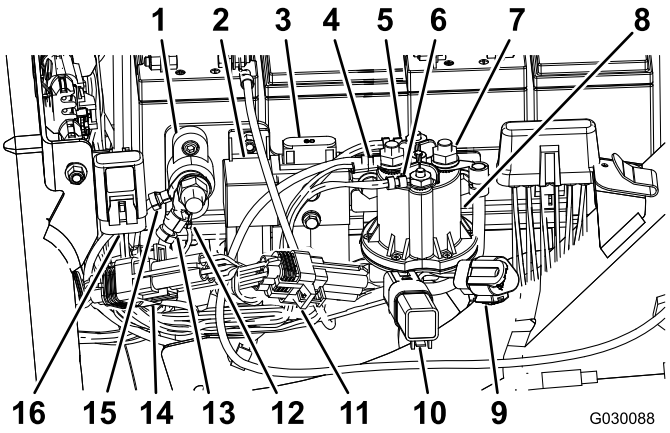

Figura 8
11. Togliete ed eliminate il tappo del fusibile da 58 V e 10 A (un filo rosso e uno giallo); fate riferimento alla Figura 8.